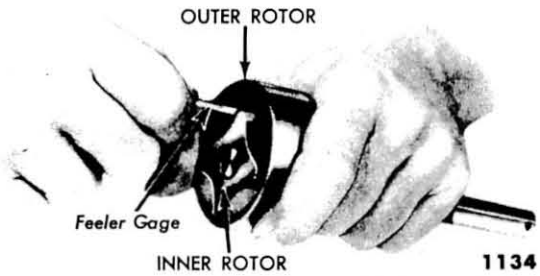

Fig. 16—Measuring Clearance Between Oil Pump Rotors
(4) *INSPECTION.* Visually check all parts for breakage. Measure the clearance between the rotors as shown in fig. 16. Clearance should be 0.006-0.010 inch between the rotors.